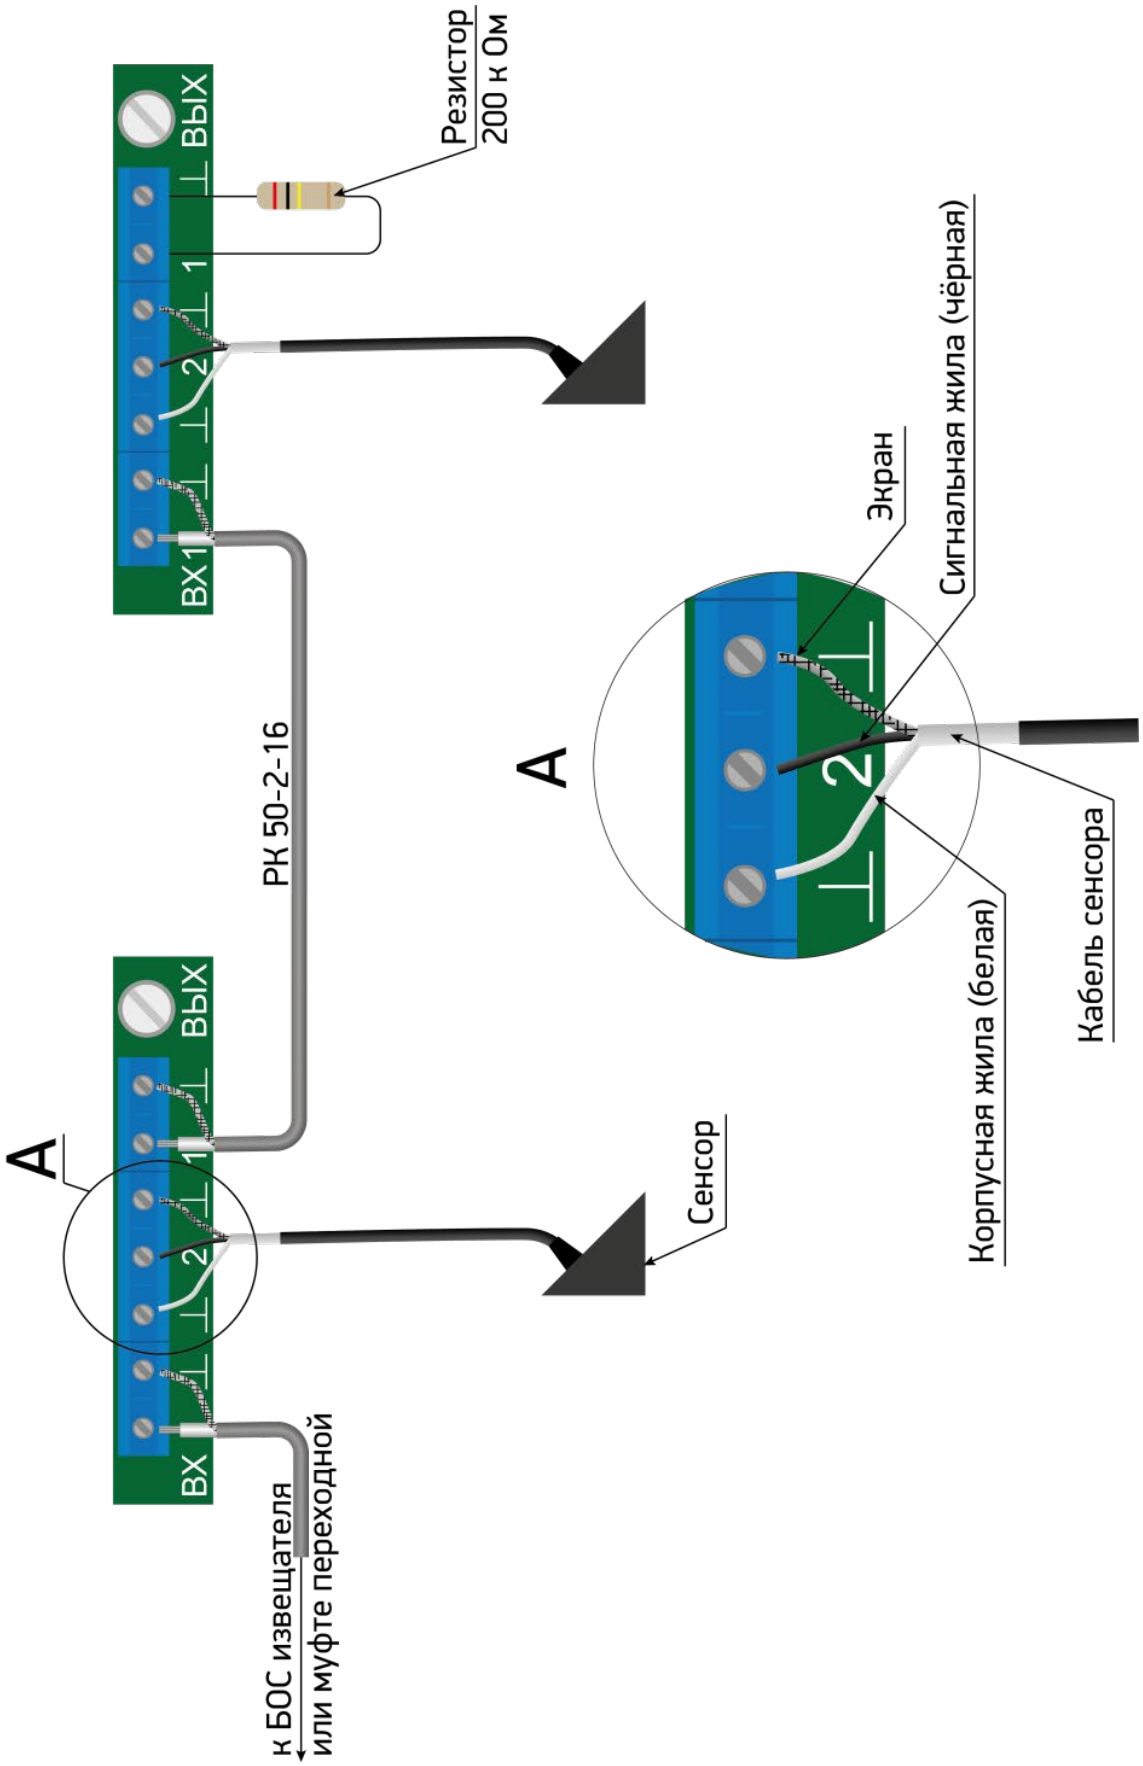

Рисунок 4.30
– центральную жилу кабеля соединительного РК, предназначенного для подключения к входу БОС и либо к муфте переходной (в зависимости от проекта), подключить к клемме «1 ВХ», экранирующую оплетку к клемме «⊥» (рисунок 4.30);
– подключить сигнальную жилу кабеля сенсора (изоляция чёрного цвета) к клемме «2», вторую жилу (изоляция белого цвета) и экран кабеля сенсора подключить к двум крайним клеммам «⊥» (рисунок 4.30);
– центральную жилу кабеля соединительного РК, предназначенного для подключения к следующему РЧС-Т, подключить к клемме «1 ВЫХ», а экранирующую оплетку к клемме «⊥» (рисунок 4.30);